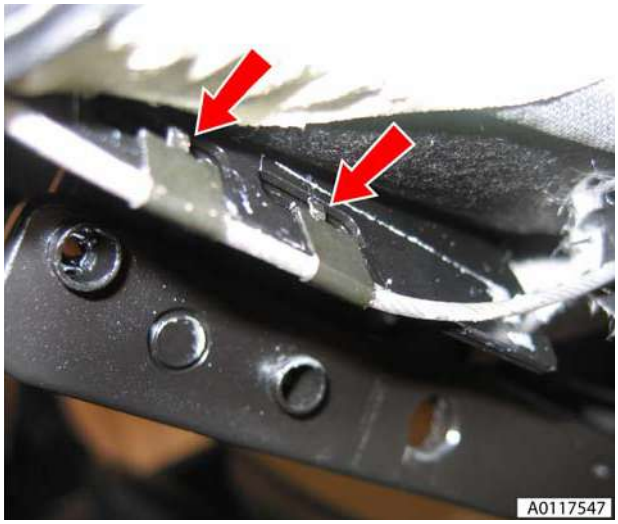

Figure 7
12. Release clips (x4) securing tension cables to header rail (see Figure 7).